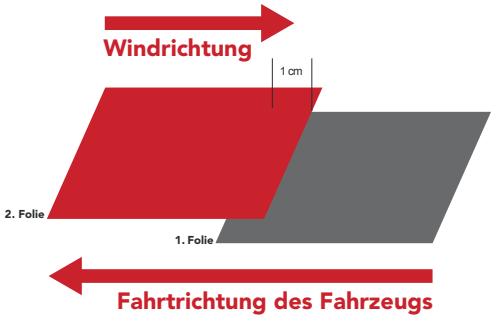

Abbildung 20
- Vertikale Überlappung auf einer beweglichen Fahrzeugfläche: Die Verklebung erfolgt stets von hinten nach vorne, d. h. die zweite Folie überlappt die zuerst verklebte Folie usw. (Abb. 20)